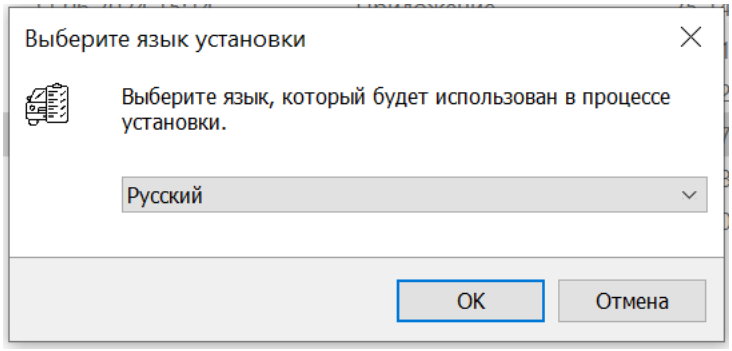

Рисунок 4.1. Окно выбора языка приложения TSE.
1. В первом открывшемся окне мастера выберите язык установки из выпадающего списка (Рисунок 4.1).